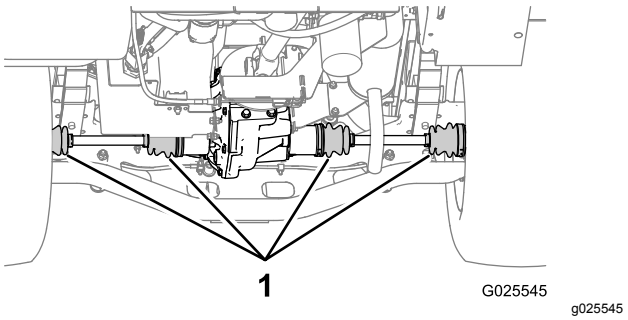

Figur 66
2. Kontrollér det homokinetiske led på bagakslerne for beskadigelse og smøremiddel, der lækker (Figur 66).